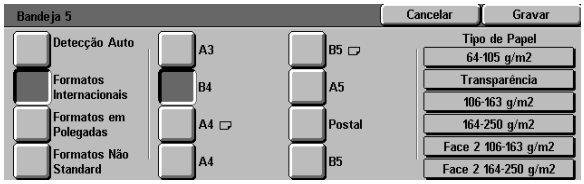

Figura 25: Formatos de papel internacionais para a Bandeja 5
- Prima **Internacional** e seleccione um dos formatos internacionais pré-definidos, como por exemplo A3 ou A4, tal como ilustrado na Figura 25.